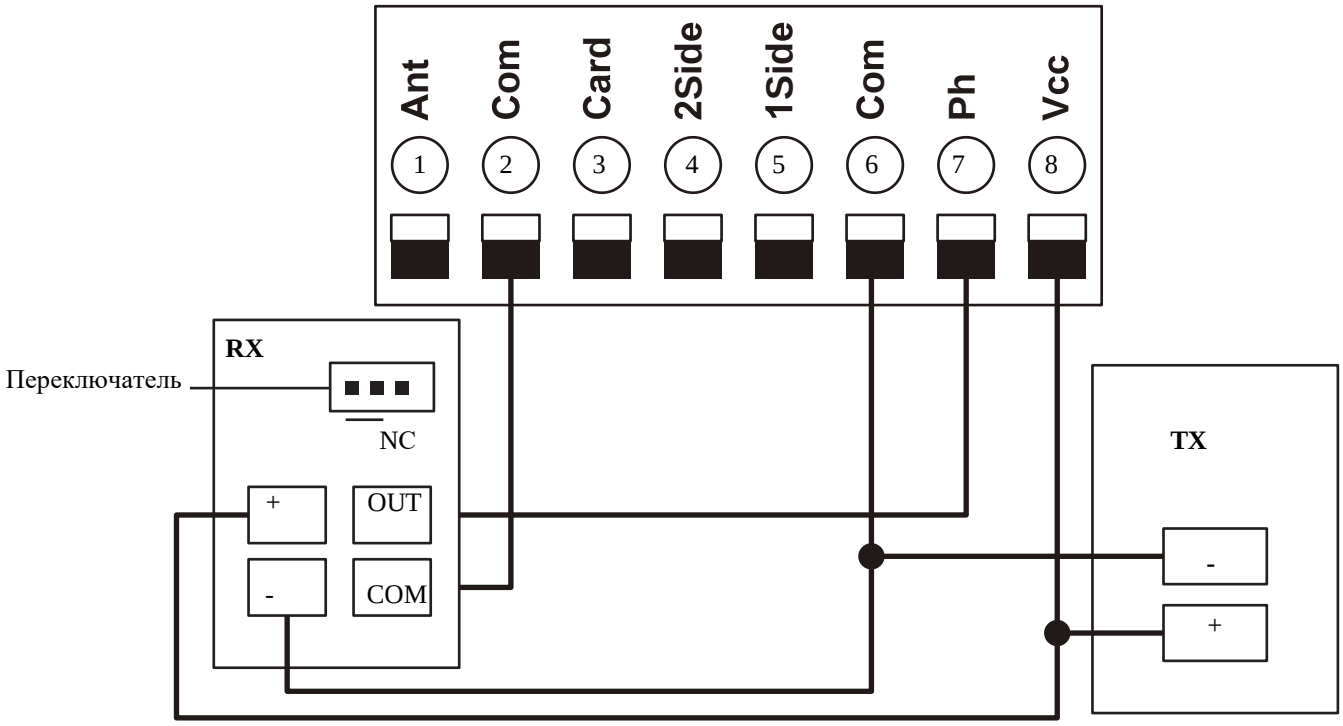

Рис. 15. Подключение фотоэлементов
Подключите клемму COM на приёмнике фотоэлементов RX к клемме COM (2) на плате управления приводом. Подключите клемму OUT на приёмнике фотоэлементов RX к клемме Ph (7) на плате управления приводом. Далее подключите клемму “ + ” приёмника RX и передатчика TX фотоэлементов к клемме Vcc (8) платы управления приводом. Затем подключите клемму “ - ” приёмника RX и передатчика TX фотоэлементов к клемме Com (6 или 2) платы управления приводом (см.Рис. 15). При подключении фотоэлементов FURNITEH HW-07 питание фотоэлементов подключается без учета полярности, на плате фотоэлементов в разъемах питания даже не указано, где плюс а где минус.
ВНИМАНИЕ !!! Джампер (переключатель) NO/NC на фотоэлементах установить в положение NC (нормально-замкнутые) (см. Рис. 15). При настройке платы управления в пункте меню PD необходимо установить настройку режима работы фотоэлементов в положение 0 что означает NC (нормально-замкнутые) (см. Раздел 6.1.).